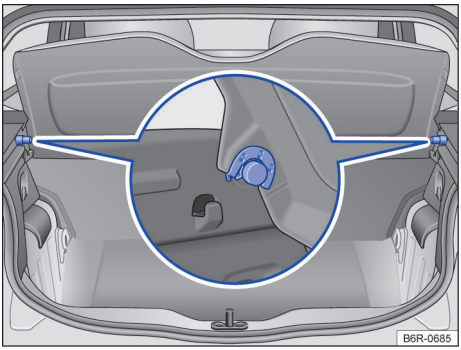

Fig. 94 No compartimento de bagagem: remover e instalar a cobertura do compartimento de bagagem.
– Retirar a cobertura do compartimento de bagagem dos suportes laterais por cima → Fig. 94.
– Pressionar a cobertura do compartimento de bagagem nos suportes laterais para baixo → Fig. 94.